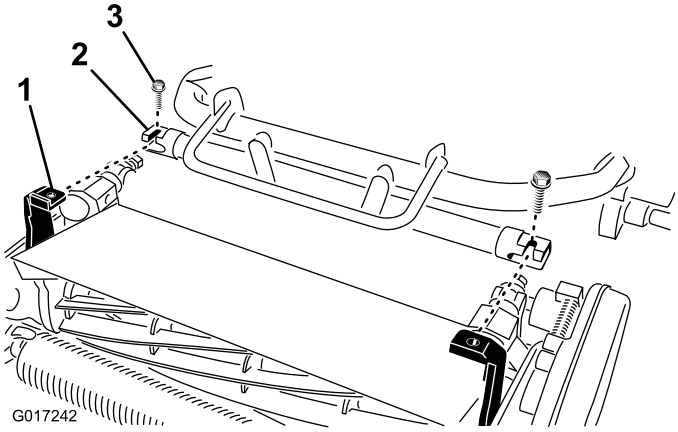

Figuur 5
4. Beweeg het frame van de tractie-eenheid (Figuur 5) naar voren totdat deze contact maakt met de draaiarmen van het maaidek.
5. Bevestig het frame van de tractie-eenheid aan de draaiarmen van het maaidek met twee 3/8 x 3/4 inch bouten zoals wordt getoond in (Figuur 5).